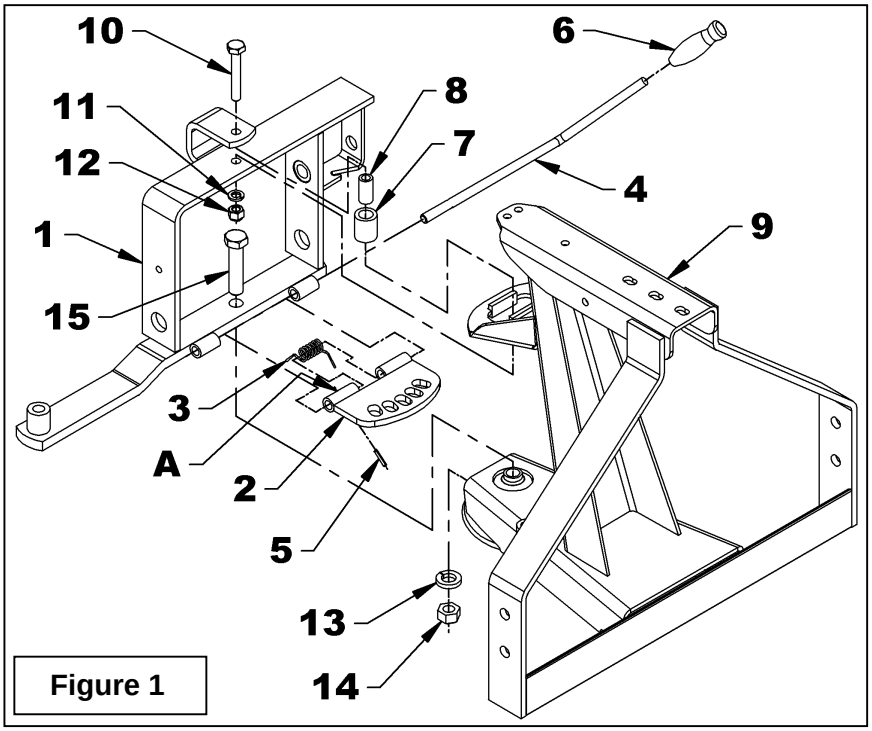

Figure 1
2. **Figure 1:** Insérer la manivelle (item 4) dans les tubes du pivot du balai (item 1), dans la plaque d'ajustement (item 2) et le ressort de torsion (item 3), en plaçant la manivelle à un angle de 45° environ avec le sol et en s'assurant d'aligner le trou de la manivelle avec le trou de la plaque d'ajustement. Fixer avec un goupille à ressort 3/16'' x 1'' (item 5).
3. **Figure 1:** Installer la poignée de plastique (item 6) sur la manivelle (item 4).
4. **Figure 1:** Insérer le boulon 3/4'' x 3 1/4" (item 15) dans le trou de l'attache universelle (item 9) et le trou du pivot du balai (item 1) en s'assurant de relever la plaque d'ajustement (item 2). Fixer le pivot avec une rondelle de blocage 3/4" et un écrou à bout évasé 3/4'' NC (items 13-14) dans l'ordre tel qu'illustré.
5. **Figure 1:** Graisser l'extérieur de la bague d'espacement (item 8) et insérer dans le coussinet supérieur du pivot (item 7).
6. **Figure 1:** Placer le coussinet assemblé dans l'ouverture de l'attache universelle (item 9). Basculer le pivot du balai (item 1) vers l'avant jusqu'à ce que les trous soient alignés avec le coussinet. Fixer avec un boulon hex. 1/2'' x 3 1/4'' (item 10), une rondelle de blocage 1/2'' (item 11) et un écrou à bague de nylon 1/2" NC (item 12).